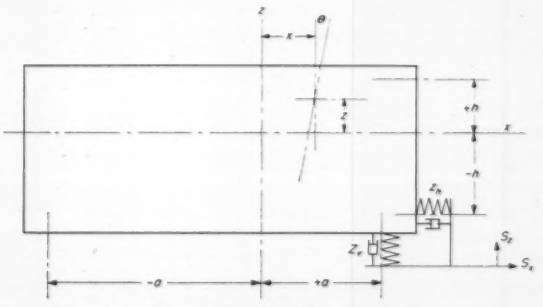

Fig. 7—Damped vibrating system with three degrees of freedom.
- a = Horizontal distance from center of gravity to mount (Fig. 7), in.
- h = Vertical distance from center of gravity to mount (Fig. 7), in.
- S_x = Input vibratory displacement of base (Fig. 7), horizontal direction, in.
- S_z = Input vibratory displacement of base (Fig. 7), vertical direction, in.
- x = Vibratory displacement of center of gravity (Fig. 7), horizontal direction, in.
- Z_h = Total mechanical impedence of mounts (Fig. 7), horizontal direction = $(k + cD)_h$, lb per in.
- Z_v = Total mechanical impedance of mounts (Fig. 7), vertical direction, lb per in.
- z = Vibratory displacement of center of gravity (Fig. 7), vertical direction, in.
- θ = Vibratory angular displacement (Fig. 7), rad
Simulation Applied to Three Degree of Freedom System: Multidegree of freedom systems are simulated on the analog in a manner quite similar to that for the system with a single degree of freedom. Discussion here is limited to the system shown in Fig. 7, which represents apparatus supported on mounts with both resilience and damping. Damping and spring gradient are assumed linear. It is also assumed that coupling between modes in the plane of the paper is strong, while coupling between modes in the plane of the paper and modes in planes at right angles to the paper is weak and may be neglected.